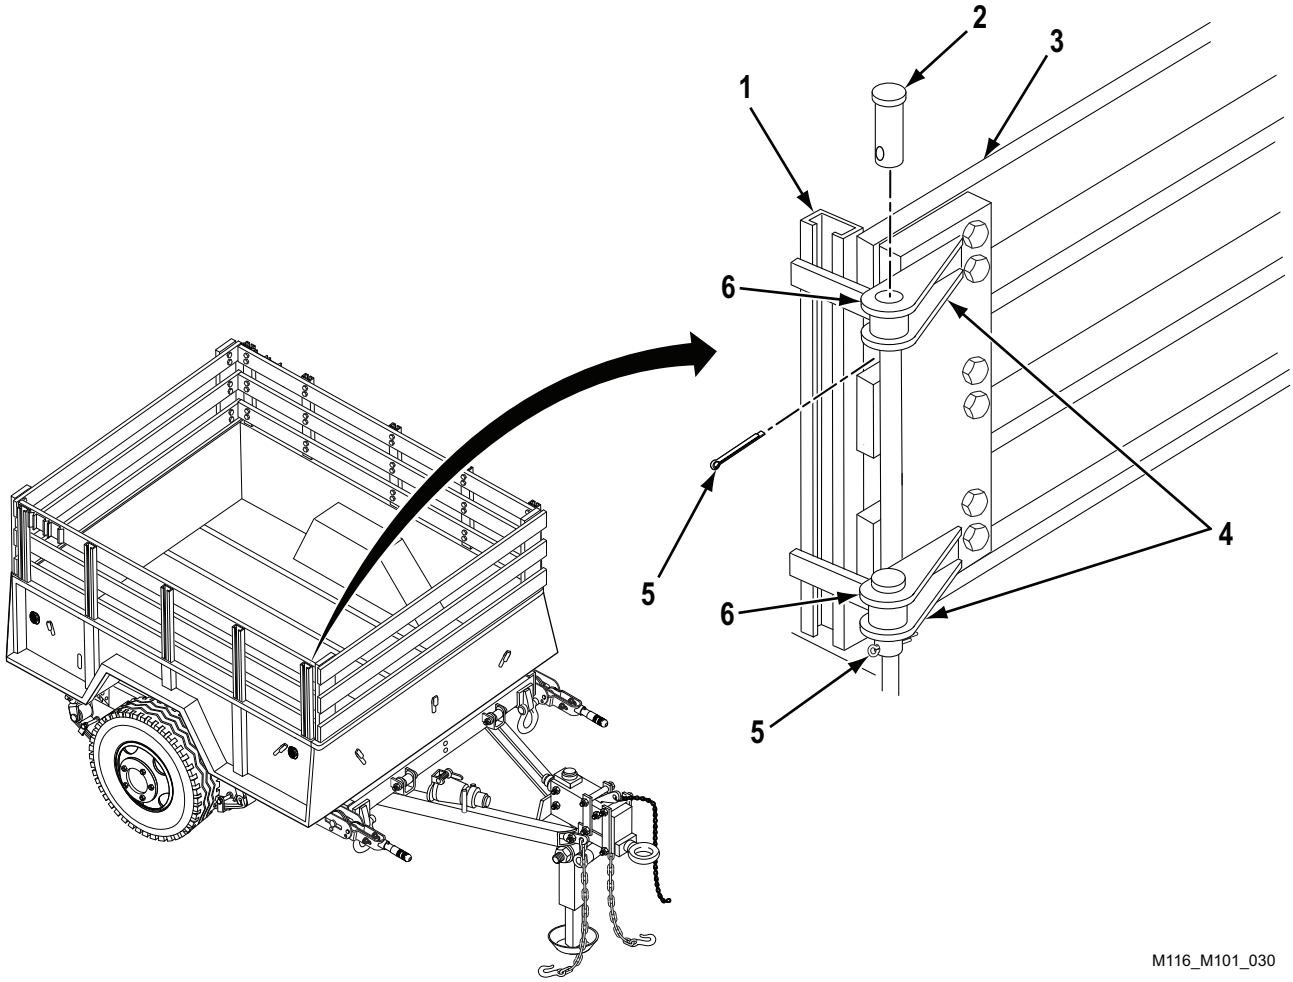

Figure 3. Side Rack Corner Assembly Installation.
5. Position front rack assembly (Figure 3, Item 3) between roadside and curbside side rack assemblies (Figure 3, Item 1).
6. At roadside corner, align two strap hinge assemblies (Figure 3, Item 4) on front rack assembly (Figure 3, Item 3) with two hinges (Figure 3, Item 6) on roadside side rack assembly (Figure 3, Item 1).
7. Install two straight headed pins (Figure 3, Item 2), with heads facing up, in two strap hinge assemblies (Figure 3, Item 4) and hinges (Figure 3, Item 6). Install two cotter pins (Figure 3, Item 5) in straight headed pins (Figure 3, Item 2).
8. At curbside corner, repeat Steps 6 and 7 to install front rack assembly (Figure 3, Item 3) on curbside side rack assembly (Figure 3, Item 1).